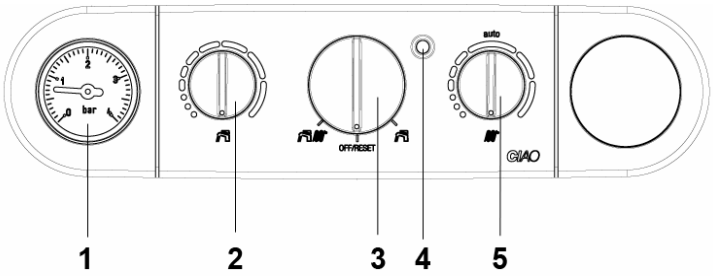

Рис. 4.1
- откройте кран подпитки (D) до тех пор, пока давление на манометре, расположенном на панели управления (рис. 4.1), не достигнет приблизительно 1 бар.
- подайте электропитание на котел и установите переключатель режимов работы в положение «лето» или «зима» (рис. 4.1) в зависимости от того, какой режим работы вам нужен.